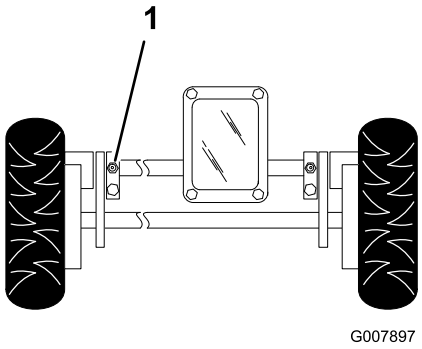

Figur 31
1. Tør smøreniplerne af med en ren klud (Figur 31).